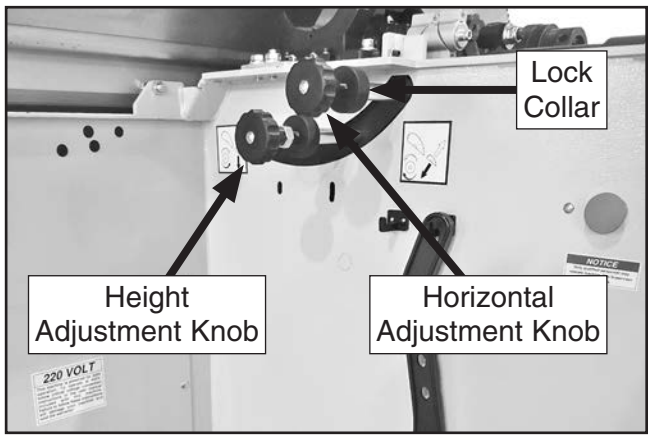

Figure 95. Scoring blade adjustment controls.
a. Rotating knurled lock collar shown in **Figure 95** counterclockwise to loosen it.
b. Rotating knurled lock collar behind height adjustment knob (see **Figure 95** on previous page) counterclockwise to loosen it.